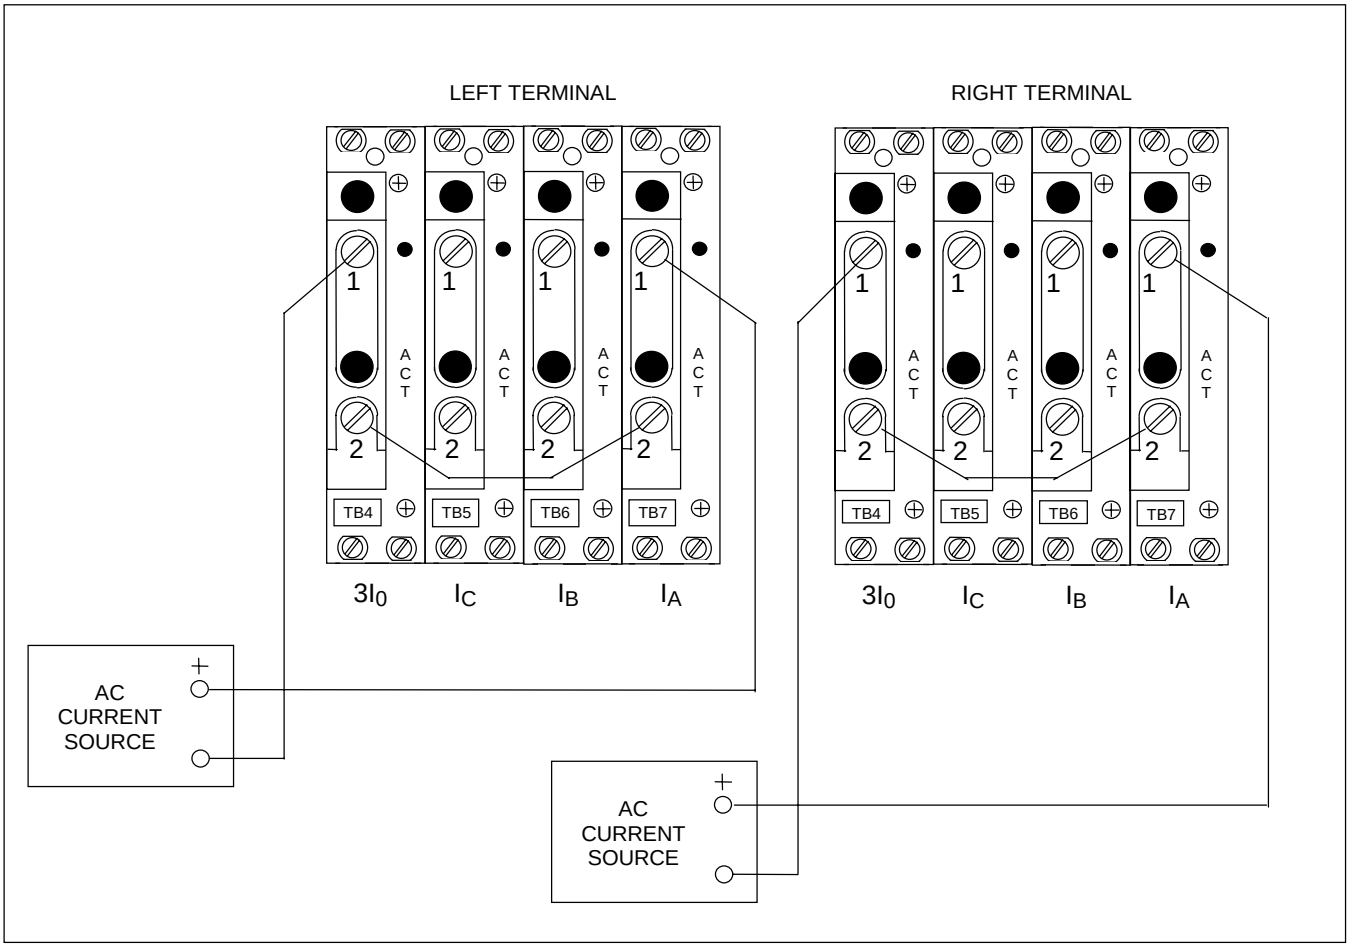

Figura 7-10. Conexion de prueba que simulan un fallo interno de A-G con alimentación débil en el terminal derecho
1. Conecte el circuito de prueba que se muestra en la Figura 7-10.
El circuito de prueba mostrado en la Figura 7-10 puede modificarse para simular los otros tipos de fallos. Los resultados obtenidos con fallos de B-G y C-G deben ser similares a aquellos logrados con el fallo de A-G. En caso de fallos fase a fase o trifásicos, la alarma LCCT se producirá a 3 amperios si la corriente se aumenta progresivamente. Si la corriente de prueba de 3 amperios se aplica repentinamente se producirá el disparo, con los indicadores de fase adecuados.